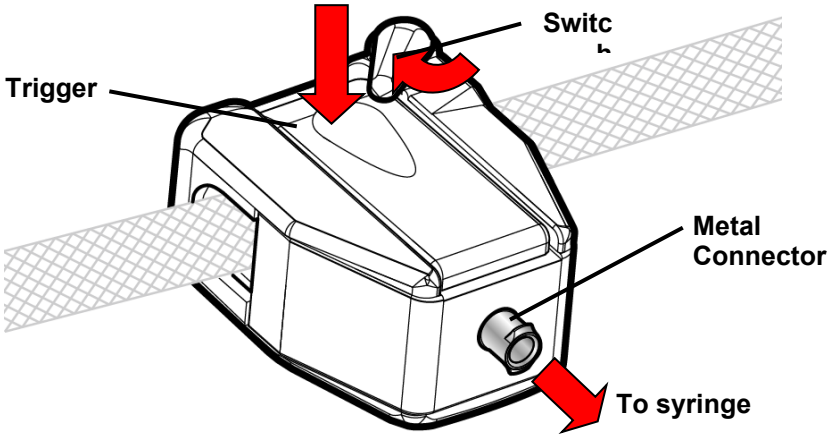

Figure 137 – Dialysate Sampling from the Dialysate Sample Port (Port Open)
3. Press down on the dialysate sampler port trigger and flip the switch to lock the port in the open position (see Figure 137). The dialysate path will now be open through the dialysate sample port to the syringe.